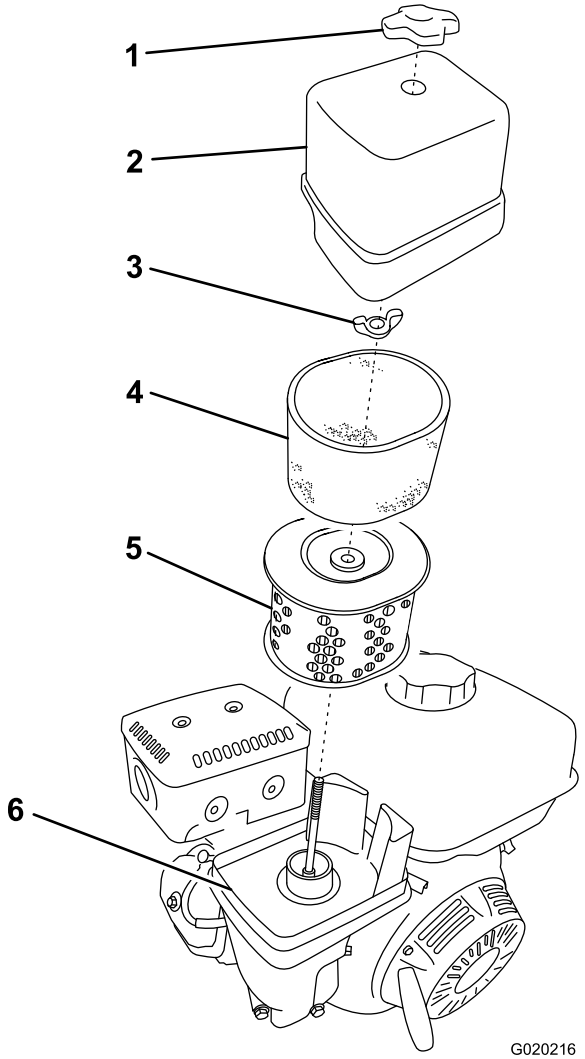

Figure 49
3. Remove the nut that secures the cover (Figure 49).
5. Remove the foam and paper elements from the base (Figure 49).
6. Remove the foam element from the paper element (Figure 49).